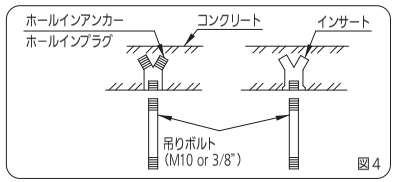

図4
1. 吊りボルトの固定は右図（図4）あるいは他の方法により確実に固定してください。